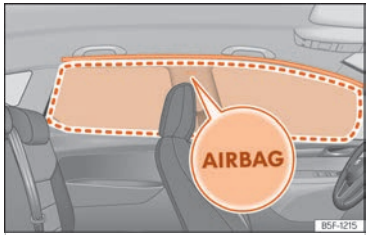

Fig. 30 Location and deployment area of the head-protection airbag.
Head-protection airbags are on both sides of the vehicle interior, above the doors ››› Fig. 30 and their location is indicated with the word "AIRBAG".
The framed area is covered by the head-protection airbag when it is deployed (deployment area) ››› Fig. 30. Therefore, objects should never be placed or mounted in this area ››› ⚠.
- Ensure that children are correctly seated in their seats and that their heads are not in the deployment zone of the head airbags ››› Fig. 30, as deploying airbags could hit them and cause serious injury.